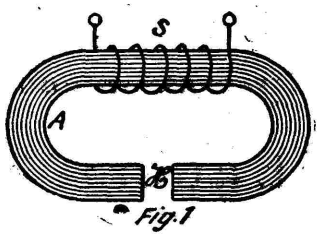

Fig. 1
T. S. F. pour Tous. La fig. 1 rappelle le schéma de principe de ces appareils. Un aimant permanent A produit dans son entrefer un champ permanent H. Sur cet aimant est enroulé un solénoïde S. Toute variation de champ H se traduit par une variation du flux qui traverse S et par la production d'un courant dans cette self. Si la variation de champ dans H traduit une note musicale, le courant dans S reproduit cette note.